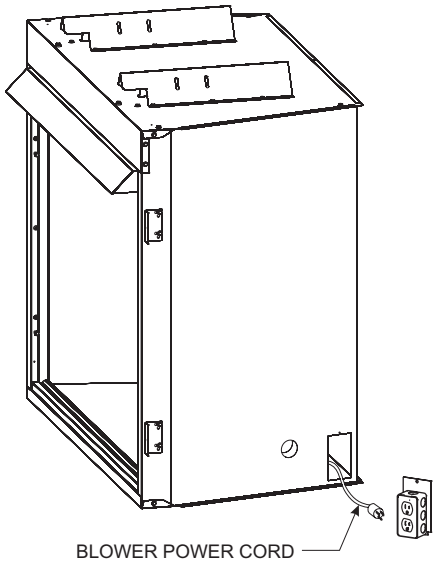

**Figure 30**
11. To complete the installation, plug the power cord into the junction box receptacle at the right rear corner of the firebox outer wrap. **See Figure 30.**